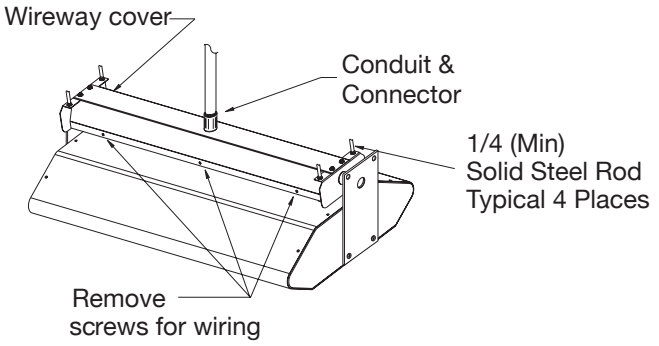

Figure 5
Refer to Figure 5 and proceed as follows.
4. Remove screws (see Figure 5) from front of wireway cover,